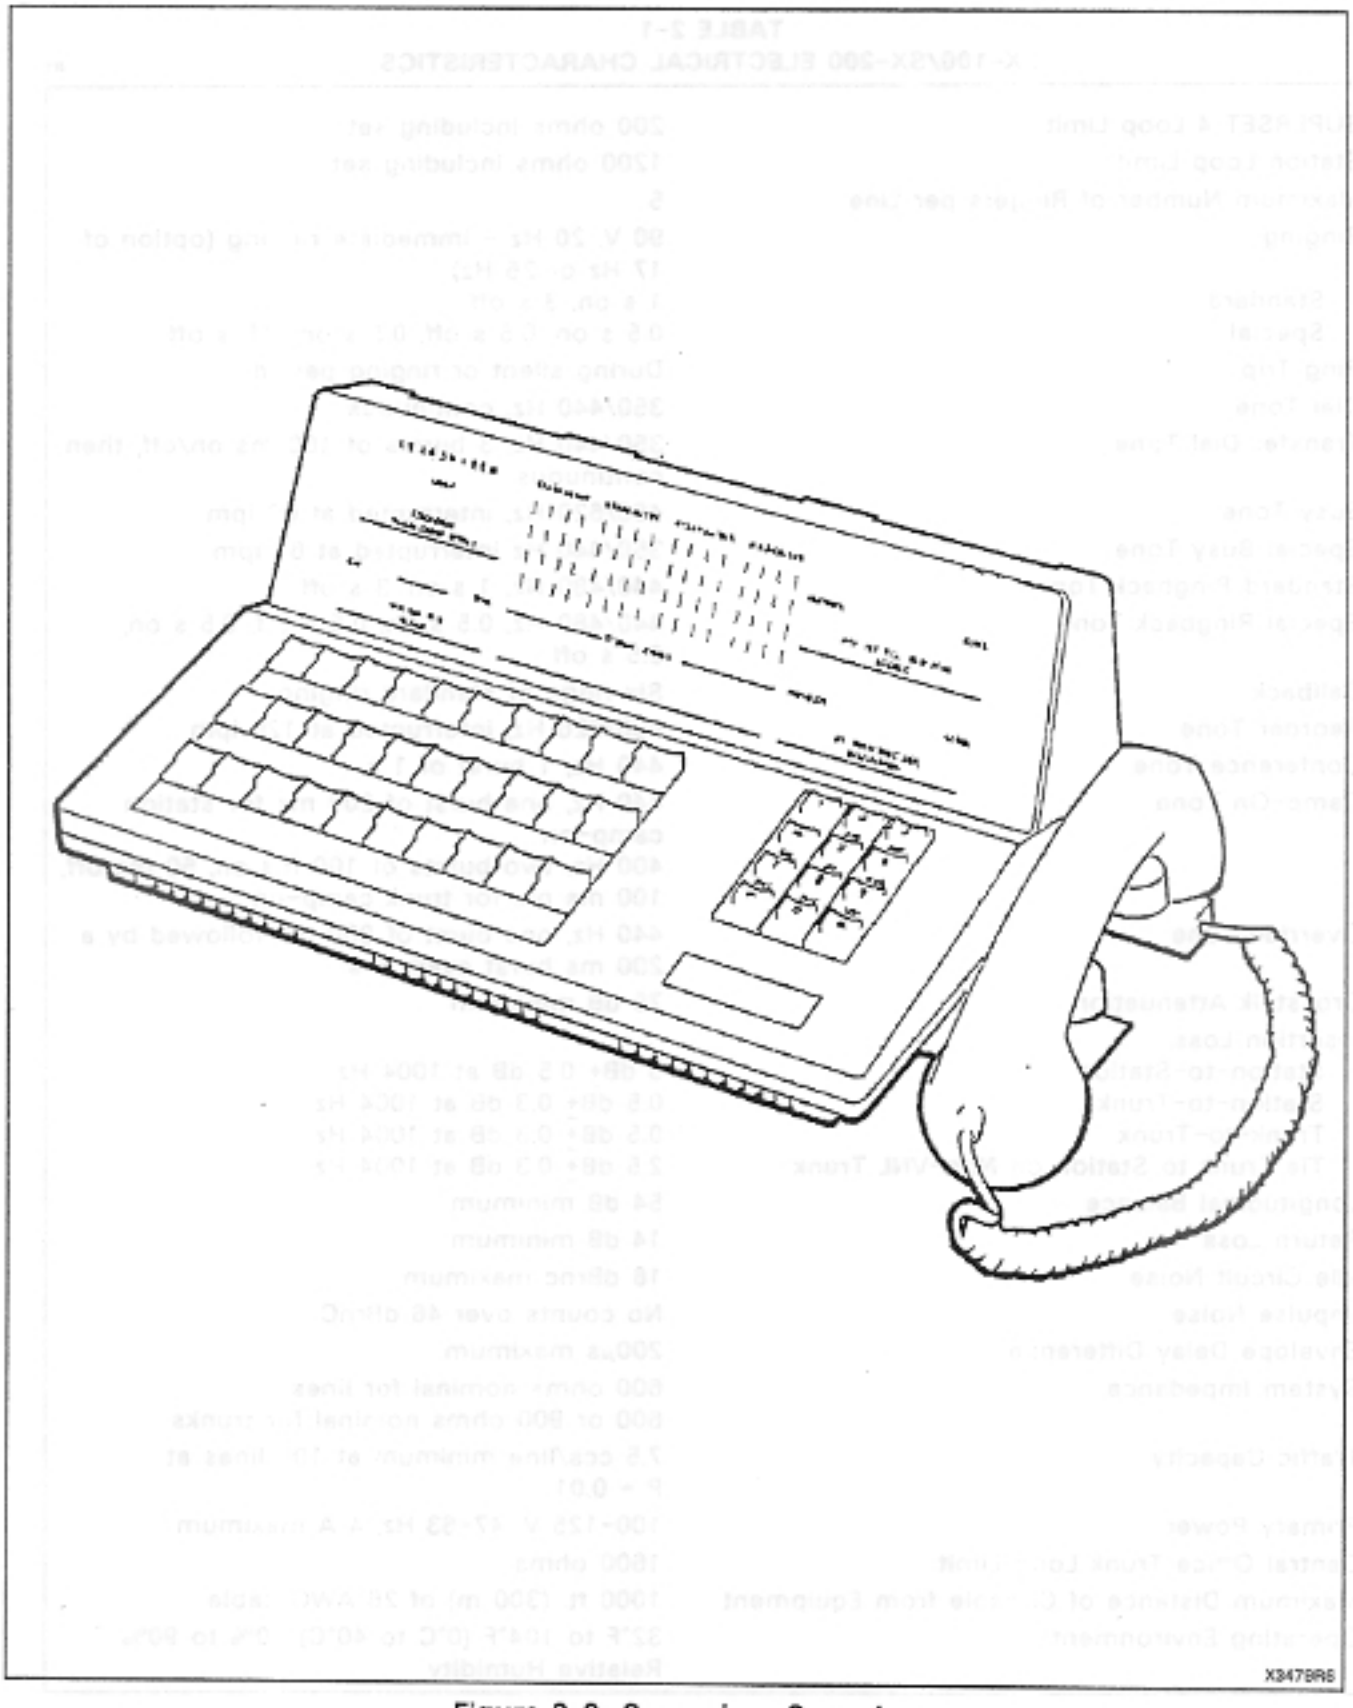

Figure 2-8 Supervisor Console
2.19 The SX-100/200 Supervisor console (Figure 2-8) is enclosed in a housing with a smoked plastic cover. Located on either side of the console are a pair of headset/handset jacks allowing simultaneous operation and supervision. The console keyboard holds three rows of ten nonlocking keys (with indicating LED's) for the selection of features and completion of calls. On the right of the keyboard is a 12-key pushbutton dial pad. The console display, mounted above the keyboard, displays the active states of calls in progress. In addition to the call status display is a busy lamp field, a trunk group status field, a call waiting indicator, a digital clock, and three alarm indicators. The weight of the Supervisor console is approximately 5 lb (2.3 kg) and its dimensions are: 13.75 in. (350 mm) wide, 6.8 in. (176 mm) high, and 9.25 in. (236 mm) deep. A complete description of the Supervisor consoles is given in Section MITL9105/9110-090- 315-NA.